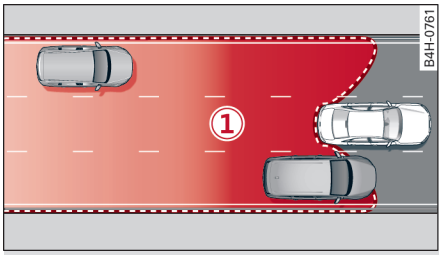
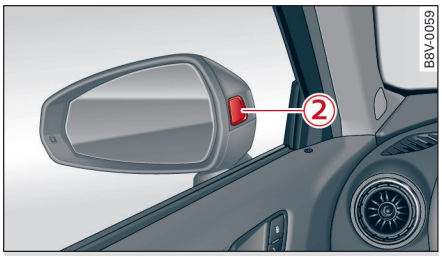

图 127 感应器的探测范围
图 128 车外后视镜上的显示
侧向辅助系统通过监控车后的盲角和交通状况为您提供支持。在系统限制范围内，它对探测范围 ① ⇨ *图 127* 内驶近的或并行的汽车发出警告：如果某次换道被划入危险级，则车外后视镜中的显示 ② 亮起 ⇨ *图 128*。